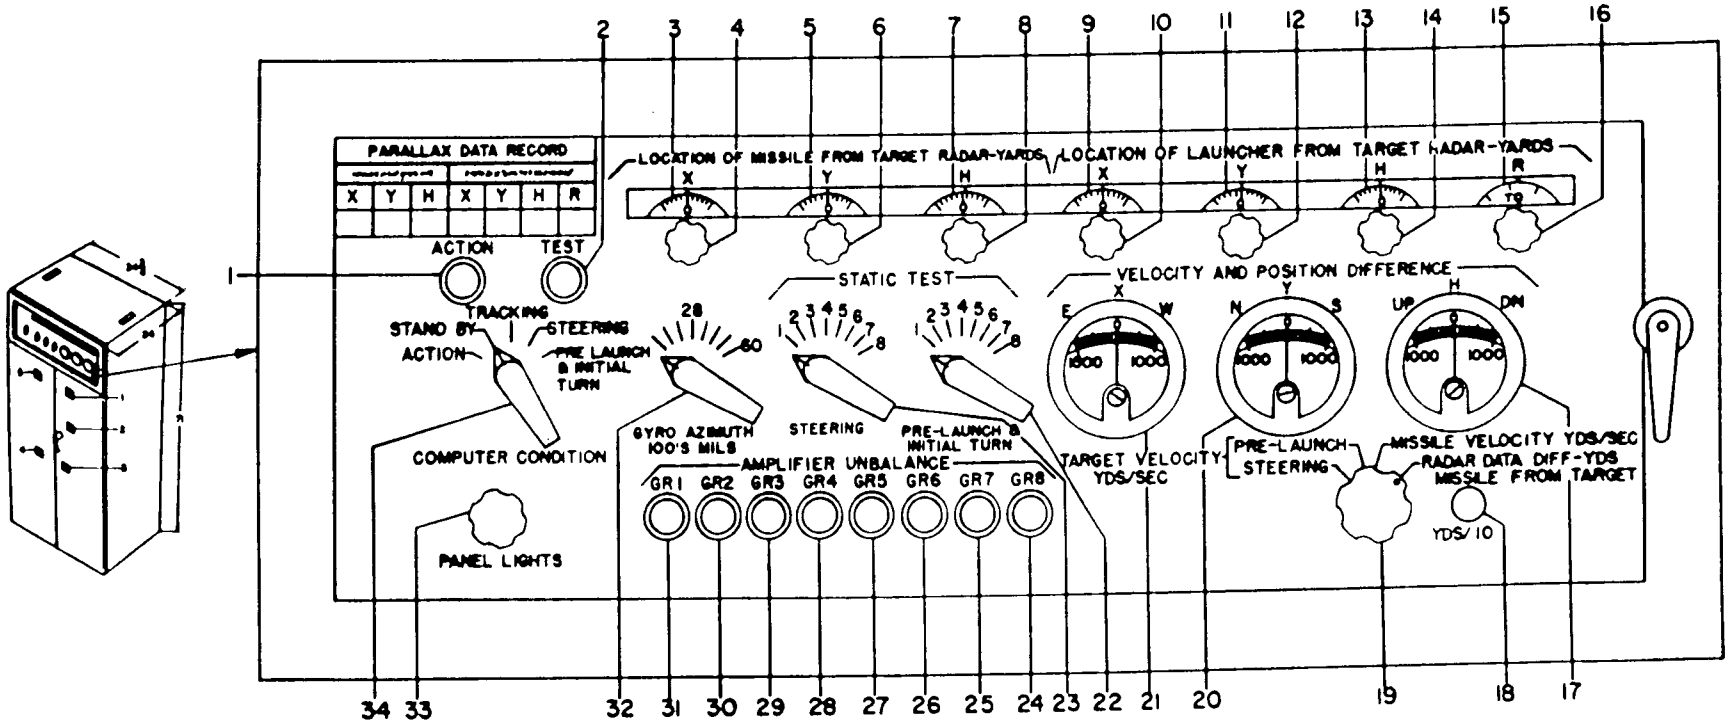

*Figure 14. Computer servo cabinet.*
(2) *Computer servo cabinet.* This cabinet is located in the center of the roadside wall of the battery control trailer. It consists of the computer control panel, a dead time unit, and the following servos: time-to-intercept and predicted time of flight, climb angle, turn angle, gyro azimuth, and ballistic elevation. Figure 14 shows the computer servo cabinet. Tables IX and X show the controls and indicators located on the computer control panel.